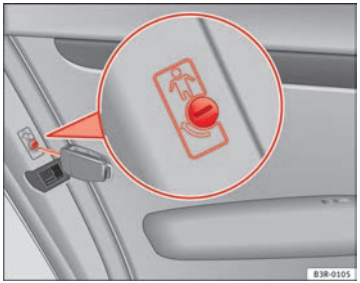

Fig. 77 Childproof lock on the rear doors
– Turn the key in the direction of the arrow ⇒ Fig. 77.